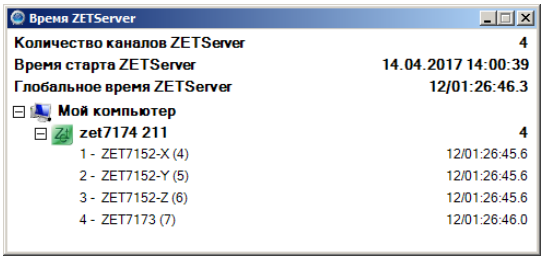

Рис. 2.2 Пример окна «Время ZETServer» с идентификаторами устройств, входящих в состав виброметра
- убедиться, что в окне программы «Время ZETServer» (*Рис. 2.2*) появилась информация о подключении виброметра (определились измерительные каналы и началось непрерывное и синхронное изменение времени каналов)